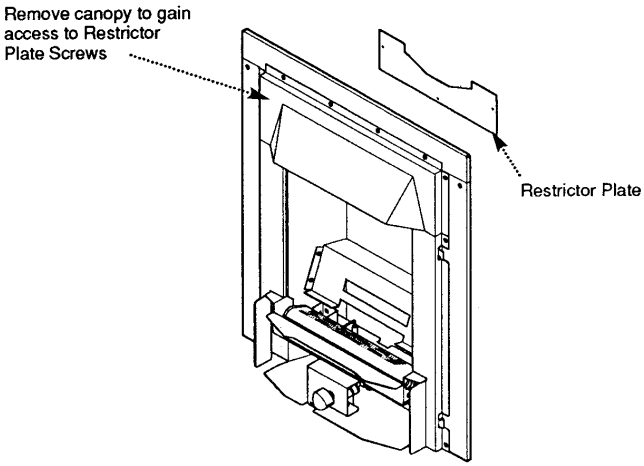

Fig. 5
3. The restrictor plate must be removed from the appliance (Fig. 5). Remove the fire canopy to gain access to restrictor plate screws. Remove the restrictor and replace the canopy taking care not to damage any painted surfaces.
2. **Remove the restrictor plate from the fire before fitting to this type of flue** (Fig. 5).